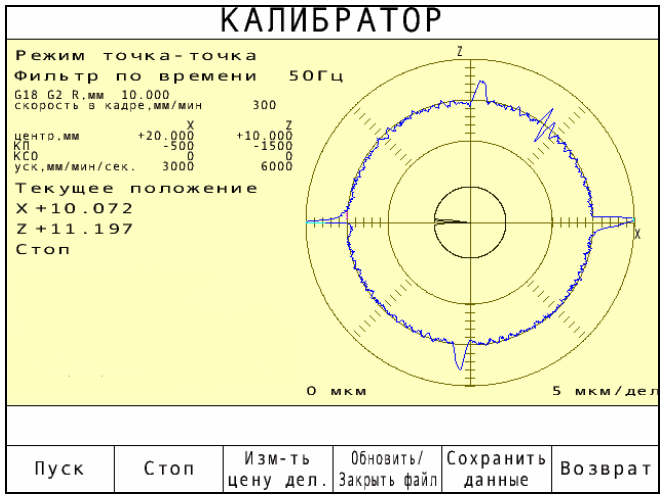

Рис. 12.6
12.3.2. Для перехода на индикацию круглограммы необходимо нажать одновременно клавиши ALT и F1 ("Калибратор") в диагностике (рис. 12.6).